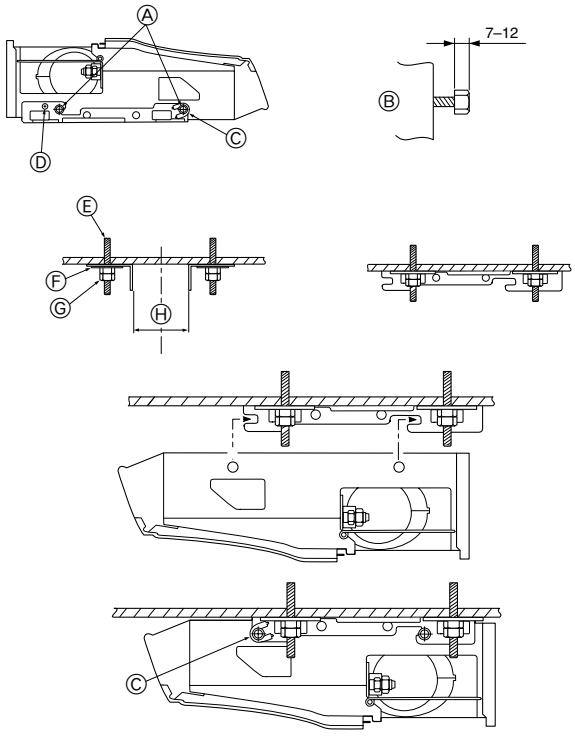

Fig. 3-7
2) Anbringung der Aufhängungsklammer zunächst an der Decke (Fig. 3-7)